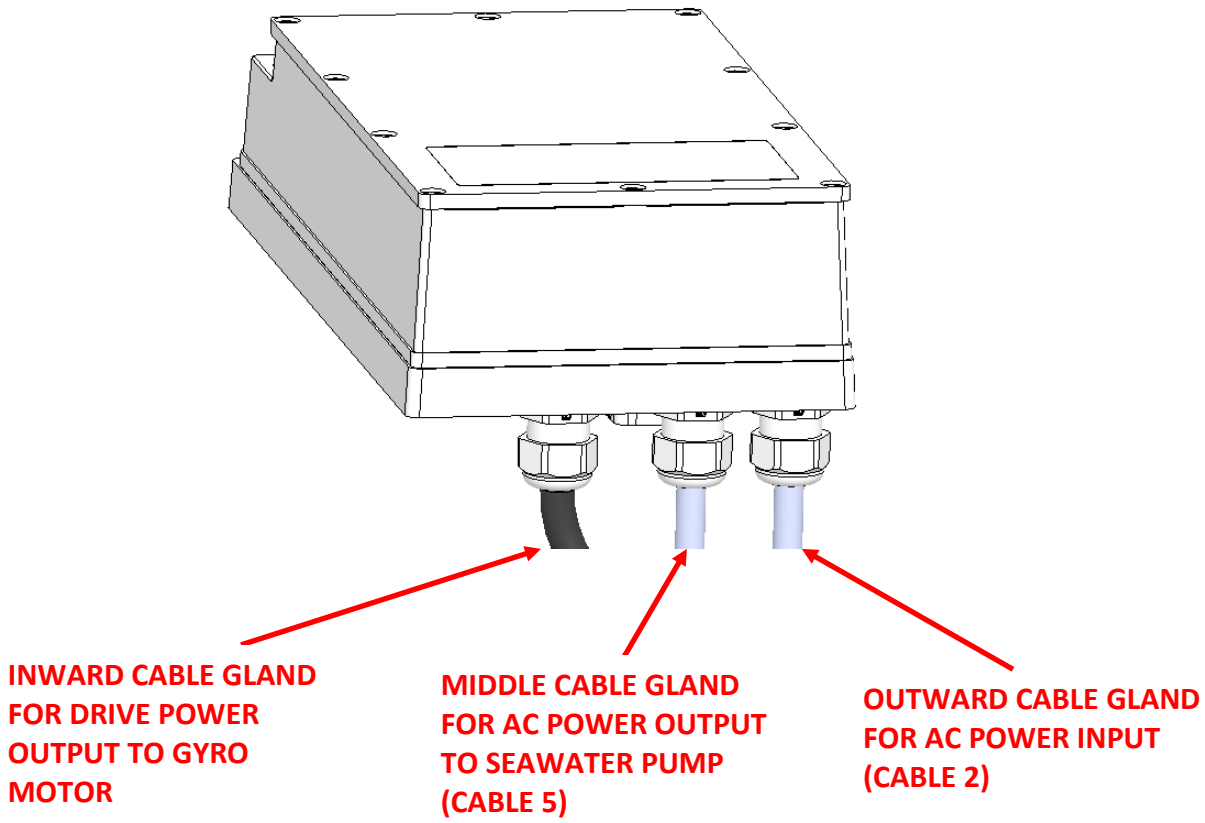

FIGURE 2 – DRIVE BOX AC POWER INPUT & OUTPUT CABLE GLANDS
i. Locate CABLE 5 for AC power output to the Seawater Pump from the Drive Box at the middle of three cable glands. (See Figure 2.)
i. Locate CABLE 5 for AC power output to the Seawater Pump from the Drive Box at the middle of three cable glands as shown in Figure 2.